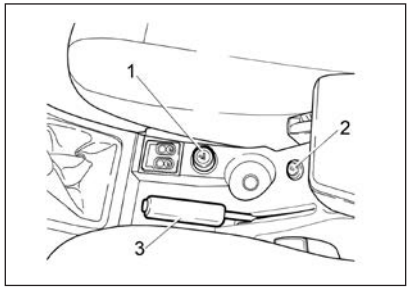
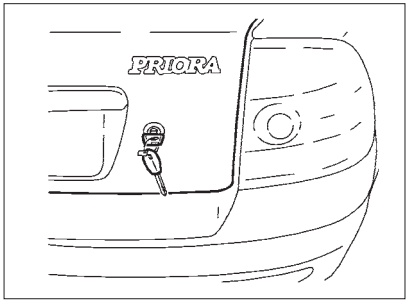

Рис. 30. Прикуриватель
Рис. 36. Открывание багажника
Рис. 30а. Размеры вилки для подключения дополнительных электроприборов в патроне
Прикуриватель 1 (рис. 30, позиция 1) работает независимо от положения выключателя зажигания (т.е. и при выключенном зажигании). Воспользоваться прикуривателем можно нажатием на кнопку подвижной части (патрона) до ее фиксированного положения. Примерно через 20 секунд подвижная часть (патрон) автоматически возвращается в исходное положение и готова к применению.
11. Использование аксессуаров, не соответствующих размерам на рис. 30а, может привести к плохому контакту и застреванию вилки (разъема).
Замок крышки багажника открывается кнопкой на пульте дистанционного управления или поворотом по часовой стрелке ключа в замке (рис. 36). ***В вариантном исполнении*** замок крышки багажника открывается выключателем 2 из салона (рис. 30). Освещение в багажнике включается при открывании крышки багажника и включенными габаритными огнями только ***в вариантном исполнении***.